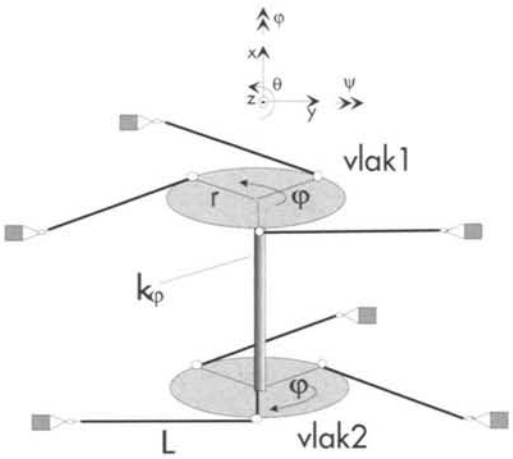

Figuur 5. Rechtgeleiding met rotatieslap lichaam met één graad van vrijheid
Door de drie sprieten van vlak 2 tegengesteld te bevestigen t.o.v de drie sprieten van vlak 1 (figuur 5), gaan bij een translatie in de x-richting de twee vlakken tegengesteld roteren. Nu is er een punt aan te wijzen tussen deze twee vlakken waar geen rotatie (φ) optreedt. Dit punt ondergaat daardoor alleen een translatie (x) en wordt daarmee een zuiver rechtgeleid punt.
Tussen de twee vlakken wordt nu een rotatieveer (k_φ) bevestigd (figuur 5). Bij een translatie (x) worden nu de sprieten elastisch gedeformeerd en wordt de rotatieveer opgewonden (gedeformeerd). Netto moet er dus elastische energie toegevoerd worden. Door echter de rotatieveer in de juiste richting voor te spannen, wordt deze bij een translatie (x) afgewikkeld, waardoor er elastische energie vrijkomt, die gebruikt kan worden om de sprieten te deformeren. Netto hoeft er dan geen energie toegevoerd worden als deze combinatie van elastische elementen maar aan de voorwaarden voor elastische energiecompensatie voldoet.
Om aan te tonen dat op deze manier het principe van elastische energiecompensatie gerealiseerd kan worden, wordt de rotatieveer in het midden doorgesneden, de rotatie (φ) is hier immers nul. Als dus aangetoond wordt dat een helft van de rechtgeleiding voldoet aan de voorwaarden voor elastische energiecompensatie, dan voldoet vanwege de symmetrie van de constructie de gehele rechtgeleiding aan de voorwaarden. verkregen. De drie sprieten en de rotatieveer uit figuur 5 worden nu voorgesteld door respectievelijk de veer c_1 en de veer c_2 uit figuur 3.
Om dat de veer (c_2) (figuur 3) voorgespannen is over een afstand (L), wordt de rotatieveer (k_φ) voorgespannen over een hoek (φ_0) (figuur 5):